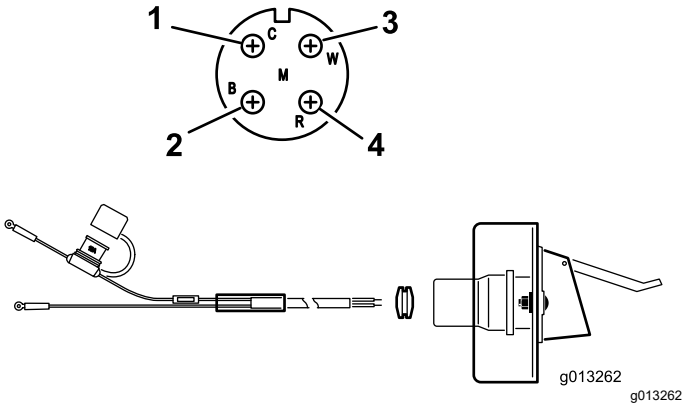

**Figuur 11**
2. Leid de elektrische bedrading van de accu naar de stekkerhouder en maak de bedrading vast (Figuur 11).
3. Leid de bedrading door de contrastekkerhouder en plaats de zwarte rubberen pakkingring over de bedrading (Figuur 11).